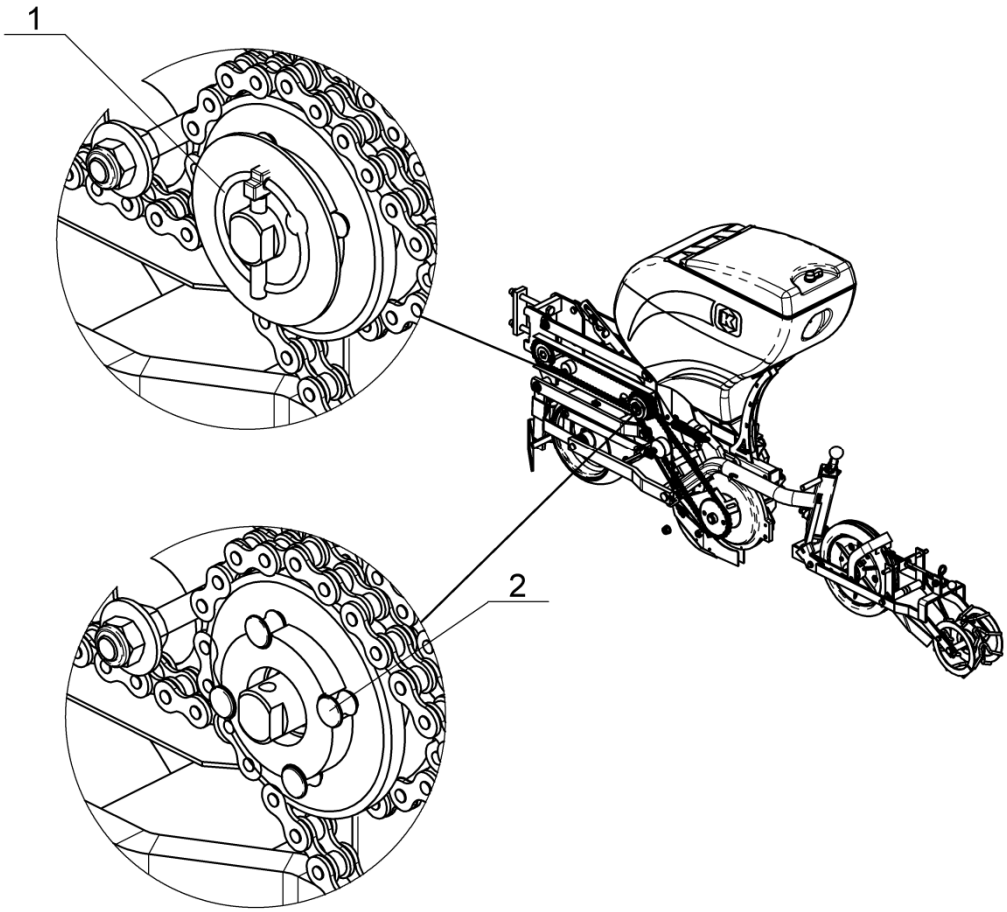

Rys.29. Sprzęgło przeciążeniowe.
Układ napędowy każdej sekcji wysiewającej jest zabezpieczony sprzęgłem przeciążeniowym (rys.29). W przypadku nadmiernego wzrostu oporu pracy napędzanych elementów wysiewających (dostanie się ciała obcego, zatarcie, skrzywienie itp.) ulegają ścięciu kołki (2) sprzęgła przeciążeniowego zatrzymując napęd na tarcze wysiewającą. W przypadku zadziałania zabezpieczenia należy zatrzymać siewnik i wymienić ścięte kołki na nowe w następujący sposób:
- otworzyć i wyciągnąć zapinkę sprężystą (poz.1.rys.29),